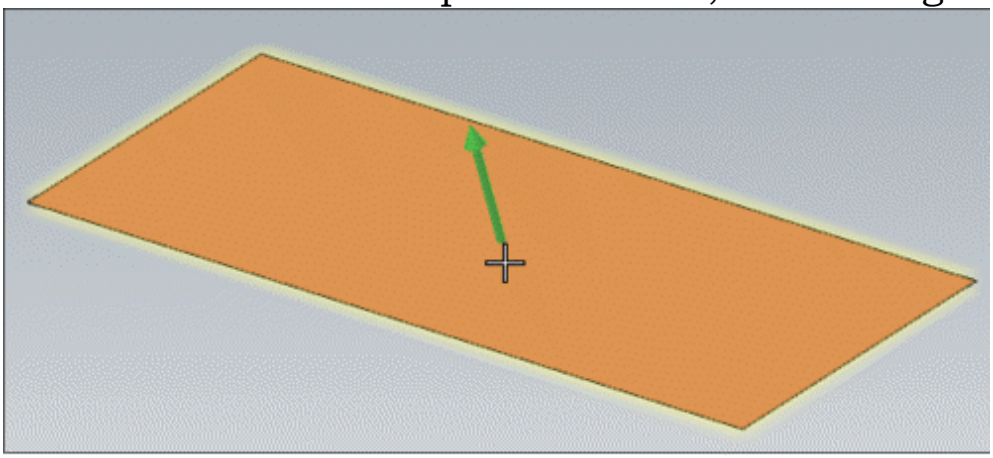

Figure-83. Flipping direction of surface
- Select desired surface to flip its direction; refer to Figure-83.